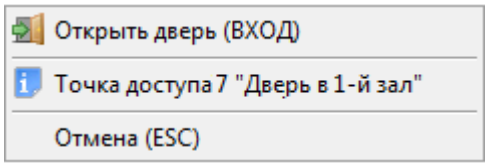

Рисунок 8-157 Контекстное меню для однонаправленной точки доступа с режимом работы "Вход"
– Предоставление доступа на вход (см. Рисунок 8-157) – для двунаправленной точки доступа, имеющей режим «Вход/Выход», или однонаправленной точки доступа, имеющей режим «Вход»;